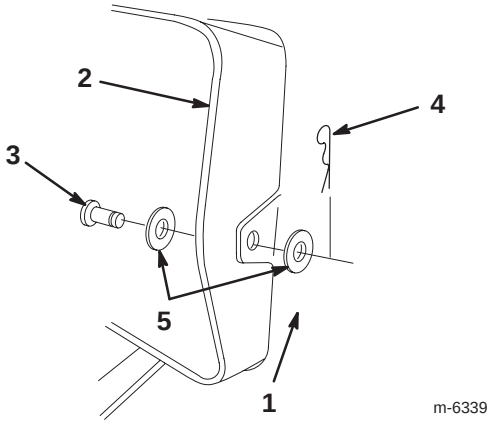

Figure 13
7. Relevez le bac à herbe et retirez la goupille fendue, les 2 rondelles et l’axe de chape qui fixent le tube d’éjection à la plaque arrière (Fig 13).
16. Relevez le bac à herbe et remettez l'axe de chape, les 2 rondelles et la goupille fendue qui fixent le tube d'éjection à la plaque arrière (Fig 13).
7. Relevez le bac à herbe et retirez la goupille fendue et l'axe de chape qui fixent le tube d'éjection à la plaque arrière (Fig 13).
13. Relevez le bac à herbe et remettez l'axe de chape et la goupille fendue qui fixent le tube d'éjection à la plaque arrière (Fig 13).